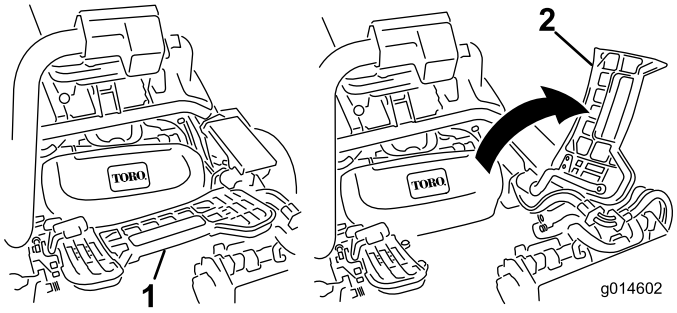

**Figuur 32**
1. Klap de voetsteun omhoog zodat u bij het middelste maaidek kunt (Figuur 32).